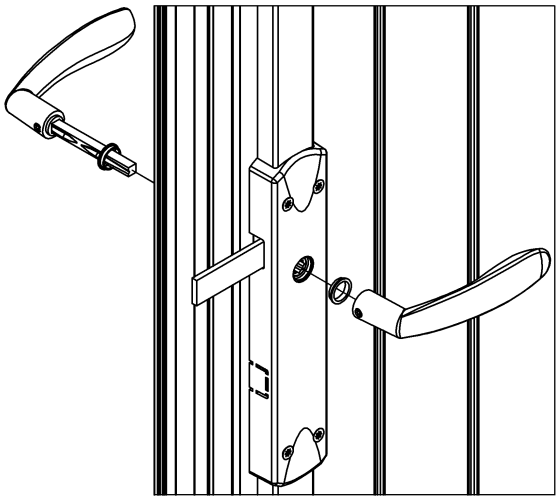

Figure 4.4
6. Installez la béquille (Fig. 4.4).